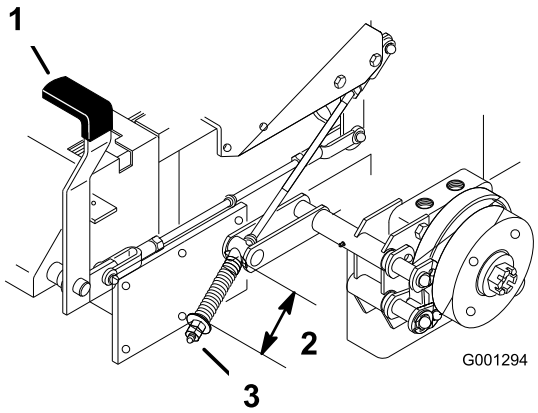

Figur 57
2. Mål fjederens længde. Der skal være 64 mm mellem skiverne (Figur 57).
3. Hvis justering er nødvendig, skal parkeringsbremsen deaktiveret, kontramøtrikken under fjederen løsnes, og møtrikken lige under fjederen spændes (Figur 57). Drej møtrikken, indtil det rigtige mål er nået. Drej møtrikken med uret for at afkorte fjederlængden, og drej mod uret for at øge fjederlængden.